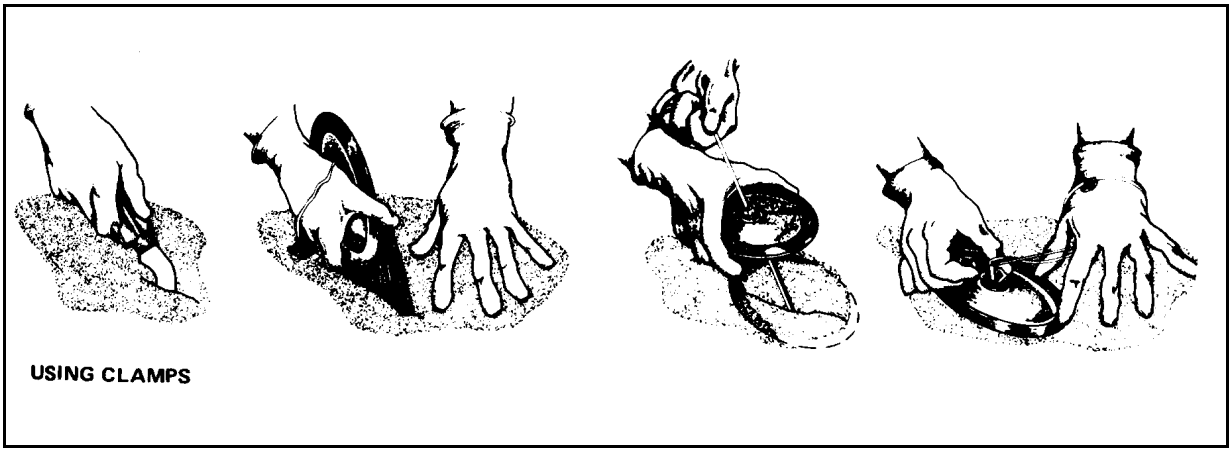

Figure 12-12. Repairing a collapsible tank using clamps
•Select the correct size sealing clamp. The shorter side or width of the bottom plate of the clamp should fit through the hole or tear. It may be necessary to enlarge the hole or tear slightly by using a knife to insert the bottom plate as shown in Figure 12-12.